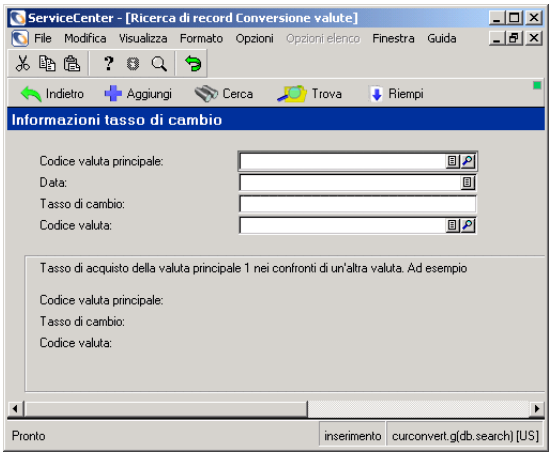

Figura 8-4: Modulo Informazioni tasso di cambio
2. Fare clic su **Tassi di conversione**. La Figura 8-4 mostra il modulo Informazioni tasso di cambio vuoto.